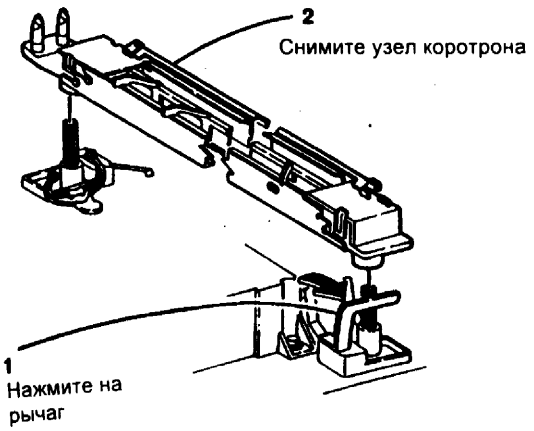

Рис. 1 Снятие узла коротрона
2. (Рис. 1) Снимите узел коротрона переноса/отделения.